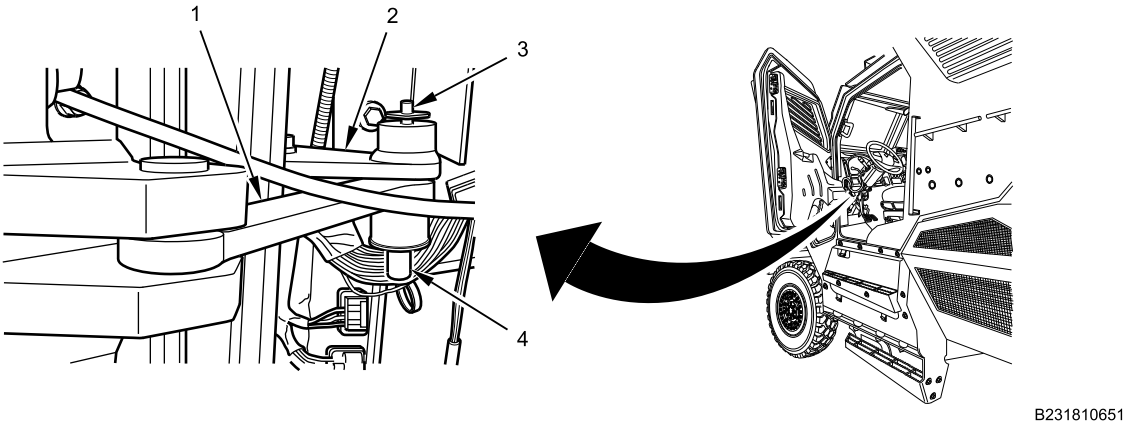

Figure 4. Door Actuator Rod.
7. Push down plunger on top of door actuator pin (Figure 4, Item 3), and remove door actuator pin (Figure 4, Item 4) and actuator rod (Figure 4, Item 1) from door actuator bracket (Figure 4, Item 2).